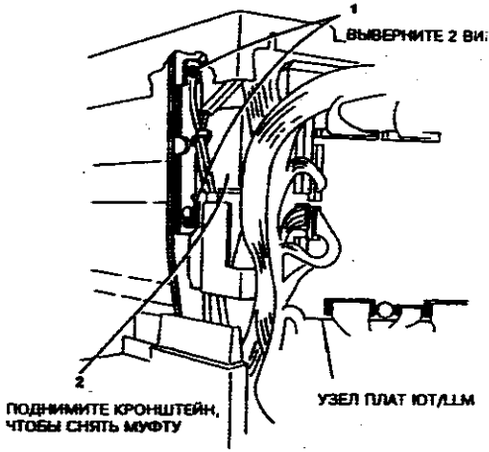

**Рисунок 1. Освобождение кронштейна**
4. (Рисунок 1) Для снятия муфты отвода узла цветного проявления необходимо отодвинуть кронштейн задней верхней панели в сторону.